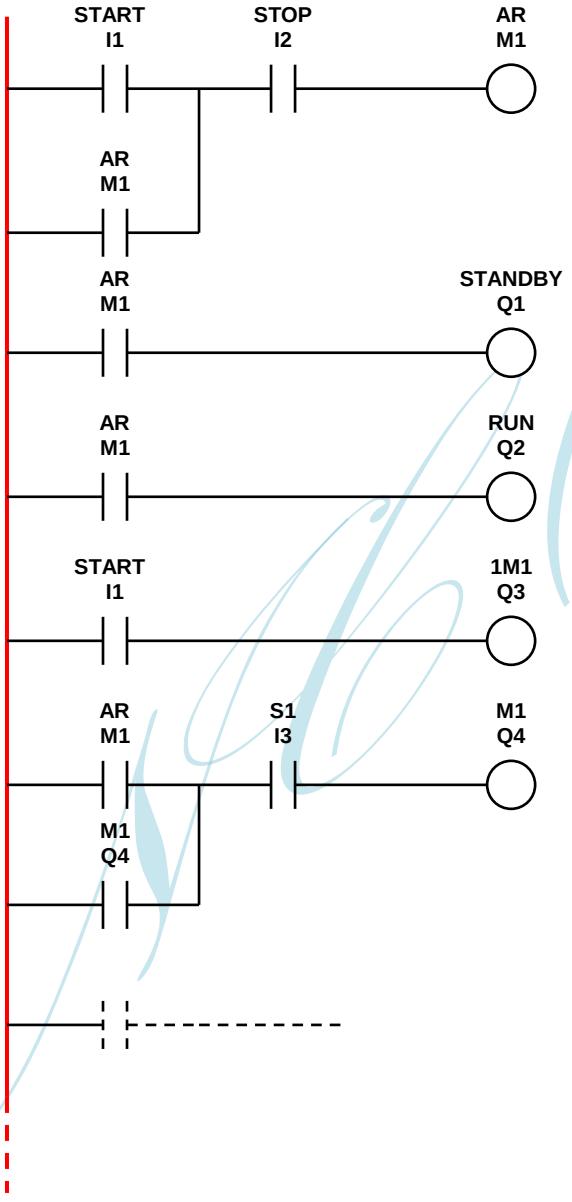

FIGURE 2 (6)
3.4 FIGURE 2 below represents an original control program before modifications.